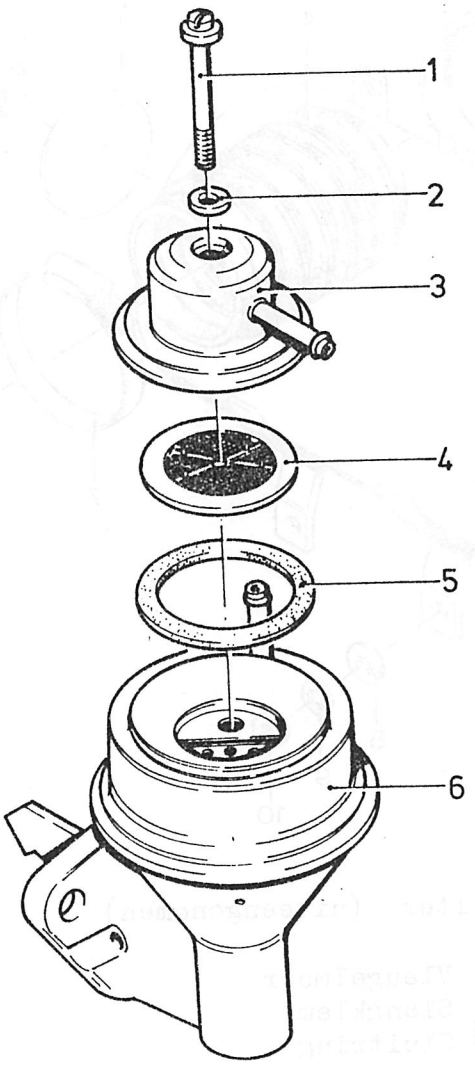

Afb. 2.6.7. Brandstofpomp (uiteengenomen)
d. Reinigen van de brandstofpompzeef (afb. 2.6.7.)
(1) Neem de brandstofslang van het brandstoffijnfilter af van de brandstofpomp.
(2) Neem de bevestigingsschroef (1) af en verwijder de kap (3) met de zeef (4).
(3) Reinig de zeef en vervang de daar onder liggende pakking (5).
(4) Plaats de pakking, zeef en kap op de brandstofpomp en zet vast met de bevestigingsschroef (1).
(5) Bevestig de brandstofslang aan de brandstofpomp.